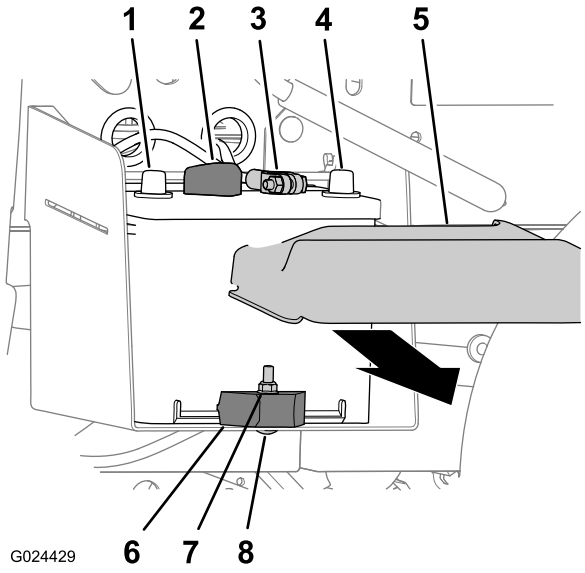

Figur 37
1. Fjern batteridekselet fra toppen av batteriet (Figur 37).
2. Koble den positive batterikabelen fra batteripolen (Figur 37).
3. Koble den negative batterikabelen fra batteripolen (Figur 37).
2. Fjern låsemutteren, låseskruen og batteriklemmen som fester batteriet til batteriholderen (Figur 37).
3. Fjern batteriet fra batteriholderen (Figur 37).
1. Still inn batteriet med batteriholderen i maskinen (Figur 37).
Merk: Pass på at de positive og negative polene til batteriet er stilt inn som vist i Figur 37.
2. Fest batteriet til batteriholderen med batteriklemmen, låseskruen og låsemutteren (Figur 37).
1. Koble den negative batterikabelen til batteripolen (Figur 37).
2. Koble den positive batterikabelen til batteripolen (Figur 37).
3. Sett på batteridekslet (Figur 37).